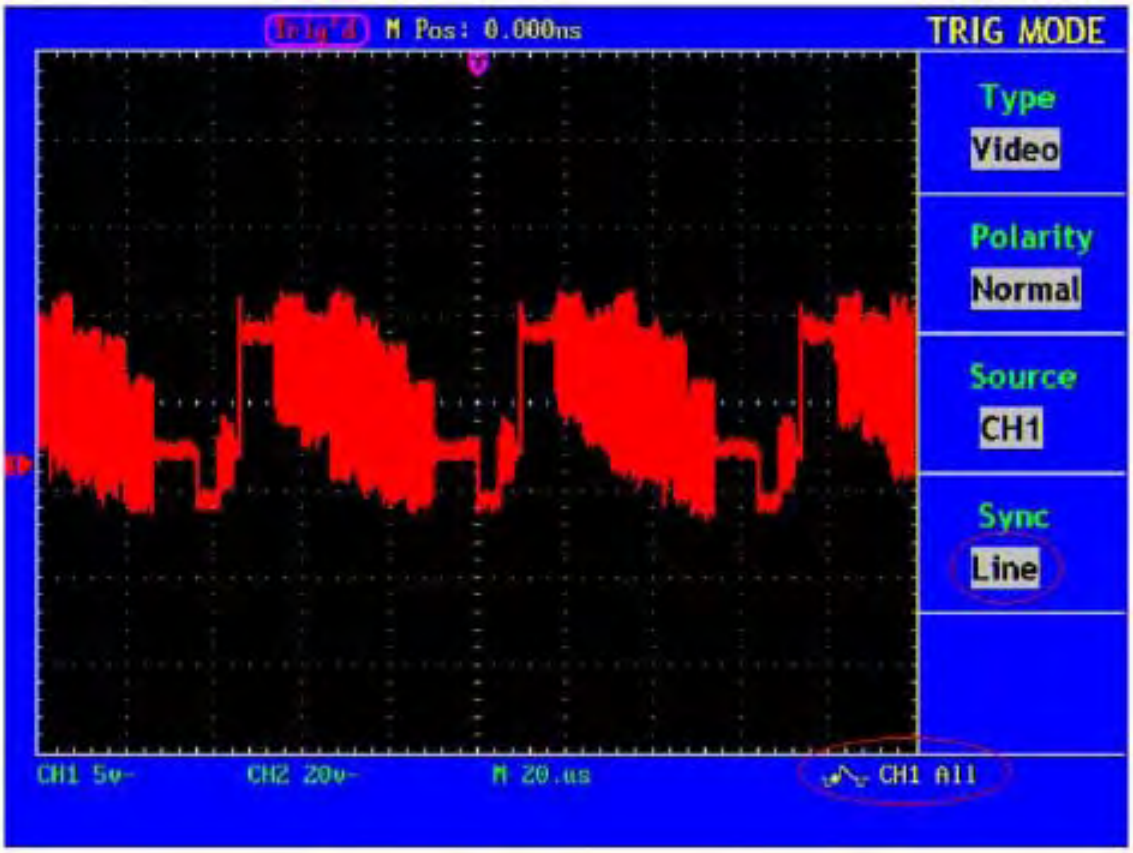

Abb. 61 Wellenform, erzeugt durch Videozeilentrigger
6. Betätigen Sie die Einstellknöpfe **VOLTS/DIV**, **VERTICAL POSITION** und **SEC/DIV**, um die Wellenform entsprechend anzuzeigen (siehe Abb. 61).